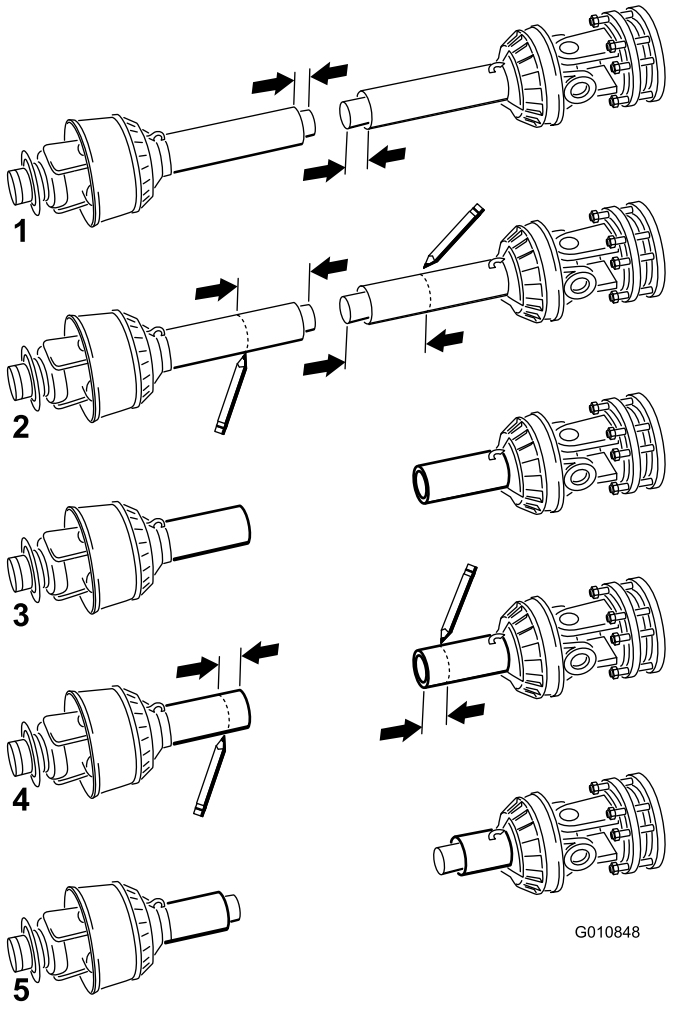

Figur 15
10. Separera de båda halvorna av kraftuttagsaxeln (Figur 15, illustration 1).
11. Mät avståndet från änden av varje rör till rörets säkerhetsskydd (Figur 15, illustration 1). Notera avstånden.
12. Använd måtten som du räknade ut i steg 8 för att hitta, märka ut och kapa av skyddet och röret från varje halva av kraftuttaget (Figur 15, illustration 2 och 3).
13. Använd måtten som du räknade ut i steg 11 för att hitta, märka ut och kapa av enbart säkerhetsskyddet för att blottlägga rören Figur 15, illustration 4 och 5.